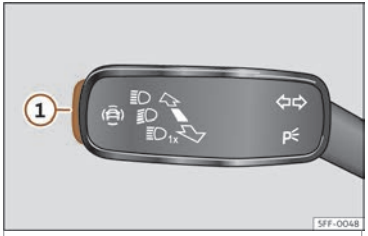

Fig. 61 Na panca de intermitentes e de luz de estrada:tecla para os sistemas de asistencia ao condutor (dependendo das versións).
- Prema brevemente a tecla>>> **fig. 61** ① para abrir o menú **Asistentes**.